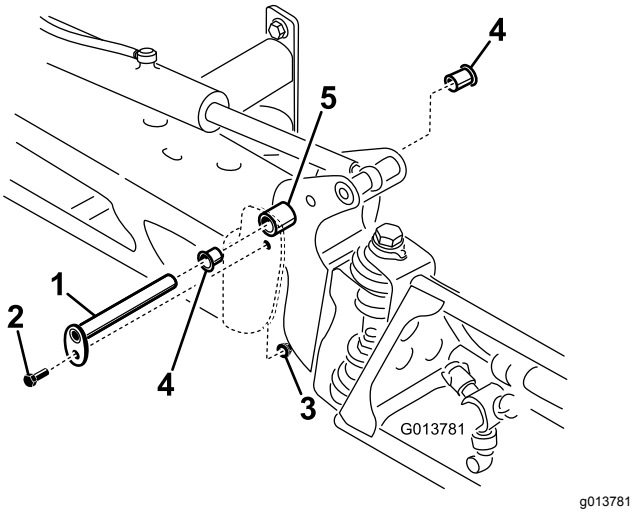

Figuur 98
3. Als het gewicht van de spuitboom is ondersteund, verwijdert u de bout en de moer waarmee de draaipen is bevestigd aan de spuitboom (Figuur 98).
4. Verwijder de draaipen (Figuur 98).
6. Verwijder de draaibussen van de voor- en achterkant van de draaibeugel en controleer deze (Figuur 98).
8. Plaats de spuitboom en de draaibeugel in het middelste frame en zorg ervoor dat de openingen zich tegenover elkaar bevinden (Figuur 98).